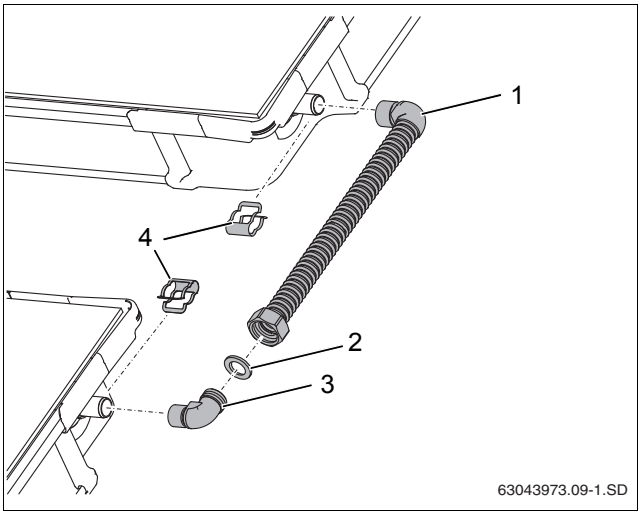

Рис. 40 Комплект для соединения двух рядов коллекторов
- Уложите уплотнение (рис. 40, [2]).
- Вставьте уголок (рис. 40, [3]) в накидную гайку, выровняйте и закрепите.
- Наденьте соединительную трубу (рис. 40, [1]) на штуцеры коллекторов и зафиксируйте зажимами (рис. 40, [4]) из комплекта для подключения.